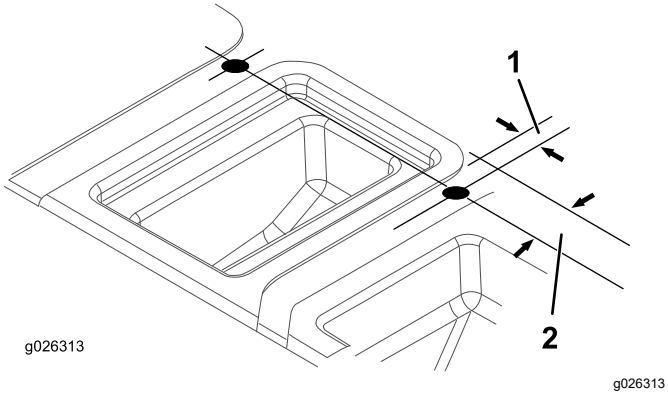

Figur 10
5. Brug de mål, der er vist i Figur 10, og find, afmærk og bor to huller (1 tomme) øverst i sædesoklen. Find et hul på hver side af det midterste rum.